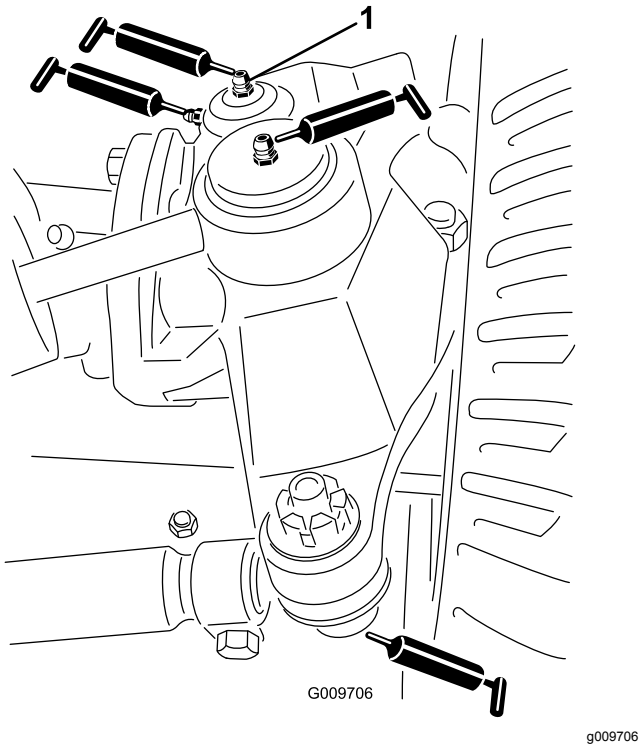

Figur 60
- Styresylinderens kuleledd (2) som vist i Figur 60
- Parallellstagets kuleledd (2) som vist i Figur 60
- Kingbolthylser (2) som vist i Figur 60